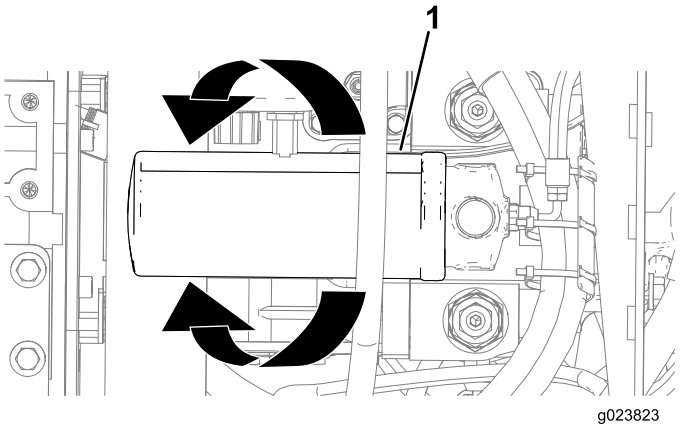

Figure 151
3. Placez un bac de vidange ou plusieurs chiffons sous le filtre de charge hydrostatique (Figure 151).
4. Tournez le filtre de charge hydrostatique dans le sens antihoraire et déposez-le (Figure 151).
6. Placez le filtre de charge hydrostatique devant son siège et tournez-le dans le sens horaire jusqu'à ce que le joint touche l'adaptateur (Figure 151).